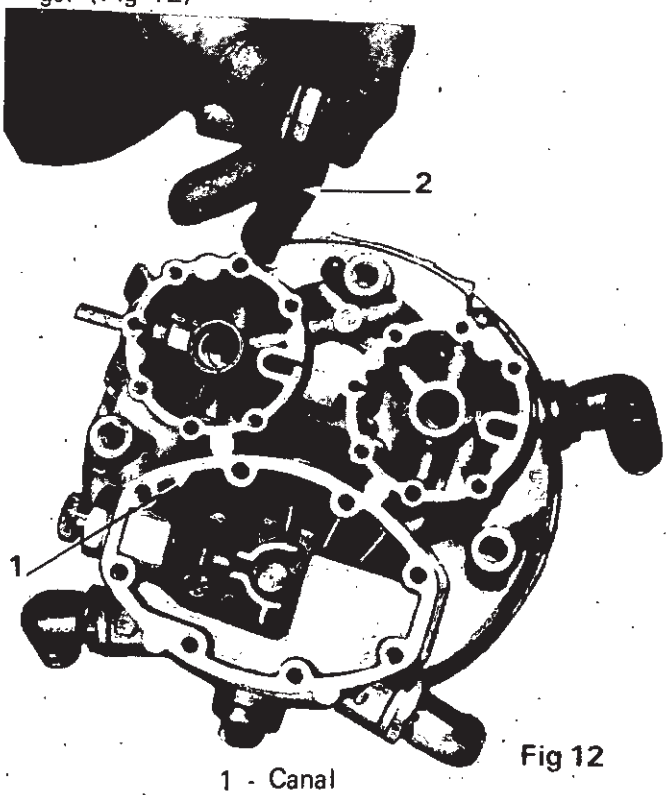

Fig 12
a) Au moyen de la sonde Weber (98.014.500) de **Ø2 mm**, contrôler que le canal reliant le 1er stade à la soupape à membrane soit bien dégagé. (Fig 12)
- monter un clapet neuf sur le ressort et insérer l'ensemble entre le levier et le siège du 1er stade comme cela est visible en Fig. 12, en s'assurant que le ressort se place bien sur le guide cylindrique du siège,